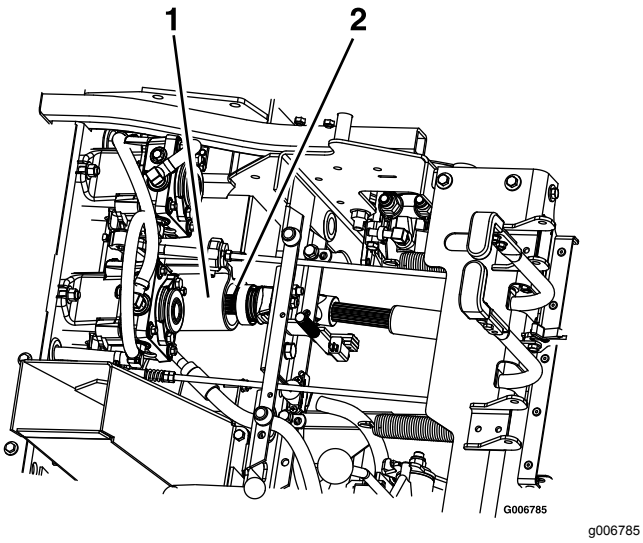

Figure 72
9. Soulevez le siège et séparez l'arbre d'entraînement de l'arbre intermédiaire avec l'accouplement rapide (Figure 72).
4. Soulevez le siège et montez l'arbre d'entraînement sur l'arbre intermédiaire (Figure 72)